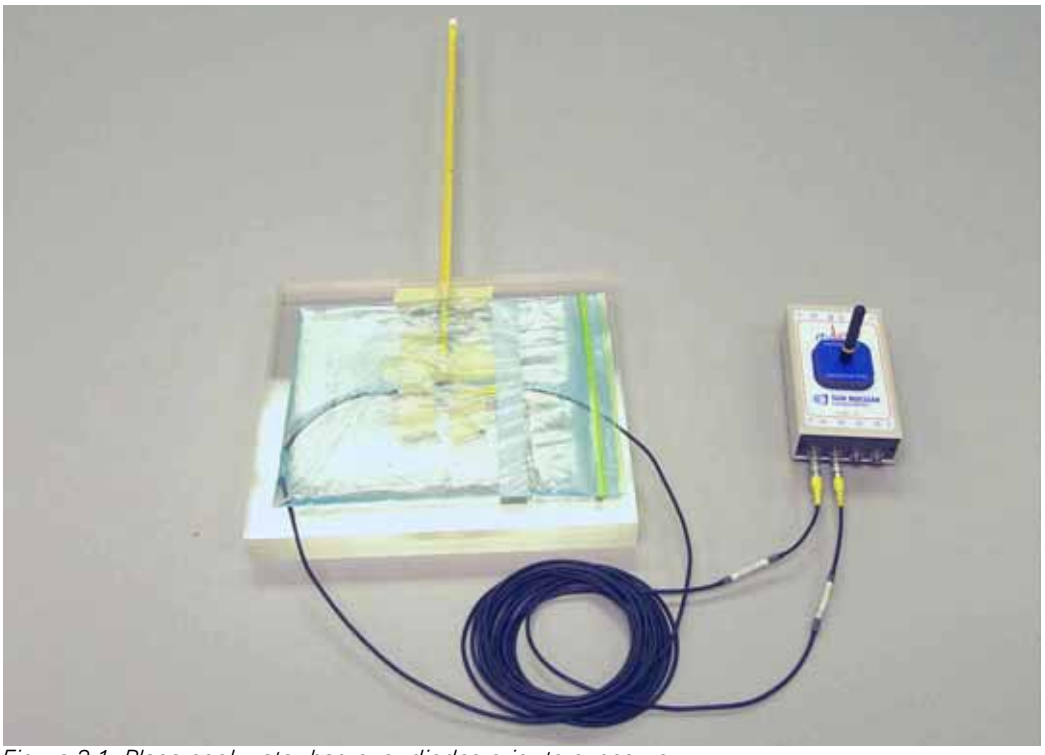

Figure 3-1. Place cool water bag over diodes prior to exposure
1. Tape a thermometer and the diodes on a room-temperature, 3 cm thick, acrylic phantom (Figure 3-1). The phantom provides a thermal mass during the test.
13 Place the cold water bag over the diodes (Figure 3-1).
22 Place the hot water bag over the diodes (Figure 3-1).